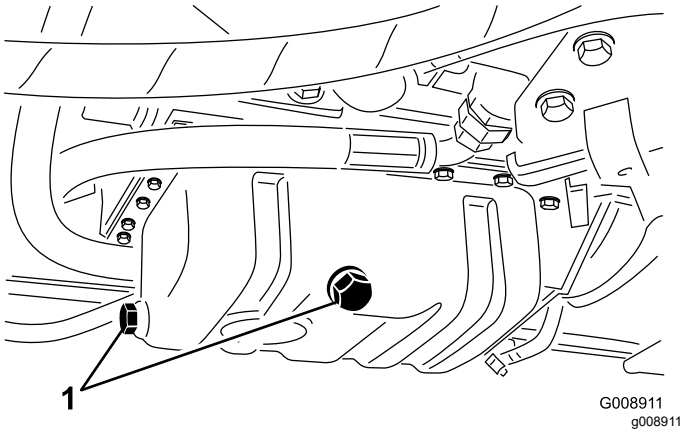

Figuur 70
3. Verwijder één van de aftappluggen (Figuur 70) en laat de olie in een opvangbak lopen. Als er geen olie meer uit stroomt, plaatst u de aftapplug terug.